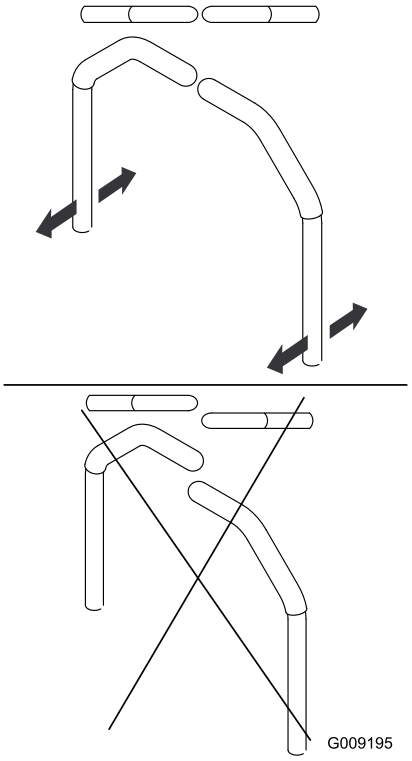

Figur 61
4. Juster håndtagenes position på langs ved at sætte dem sammen i neutral position og skubbe til dem, indtil de er placeret korrekt (Figur 61).